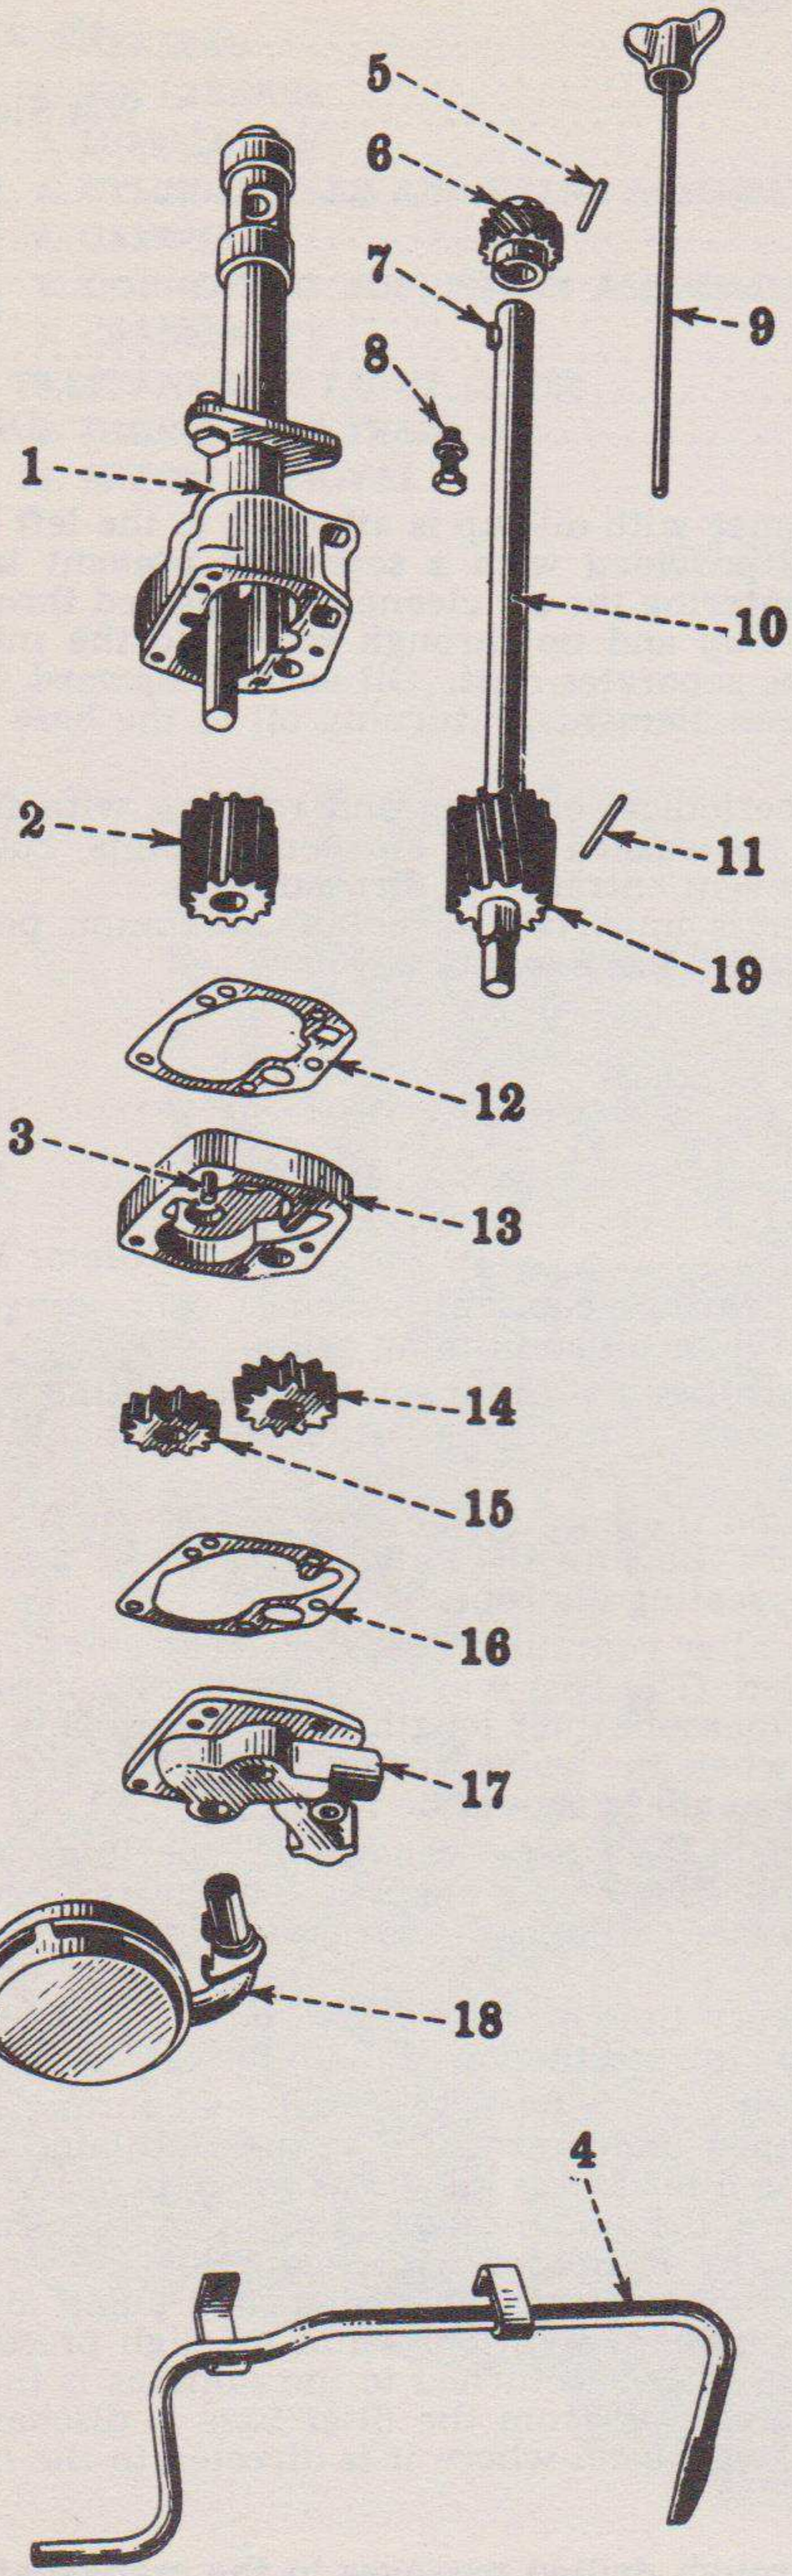

Fig. 35—Exploded view of oil pump.
(b) Remove the oil pan from the engine and remove capscrews holding the return pipe (4), Fig. 35.